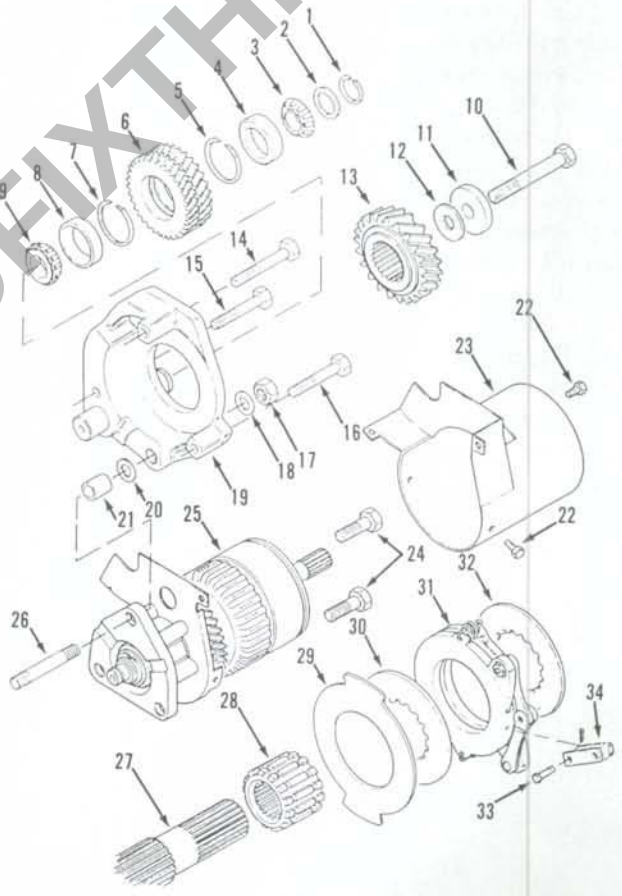

Fig. 15—Exploded view of front drive axle clutch, drive gears and components.
Remove clutch assembly from front of range transmission as follows: Remove cap screws (22—Fig. 15) and front shield (23). Remove snap ring (1), shims (2)